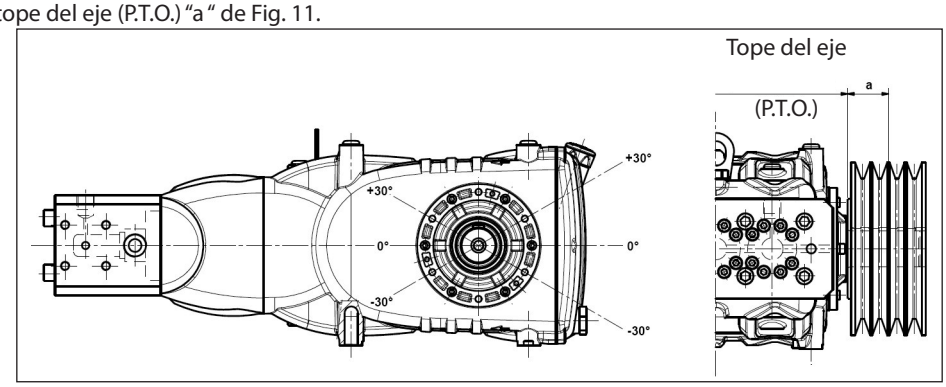

Fig. 11
La carga radial sobre el eje no debe ser superior a 7500 N (valor necesario para definir el Layout). La transmisión es considerada adecuada si tal carga es aplicada a una distancia máxima **a = 40 mm** del tope del eje (P.T.O) como se indica en la Fig. 11.
b) Utilizar correas de alto rendimiento – por ejemplo **XPB** en lugar de **SPB** – ya que resultará necesario una cantidad inferior de correas en paridad de potencia transmitida y una consecuente distancia inferior de la resultante con respecto al tope del eje (P.T.O.) "a" de Fig. 11.
e) Seguir la dirección del tiro de la correa como se indica en la Fig. 11 para exigencias diferentes ponerse en contacto con ***la Oficina Técnica o Servicio de Asistencia al Cliente.***